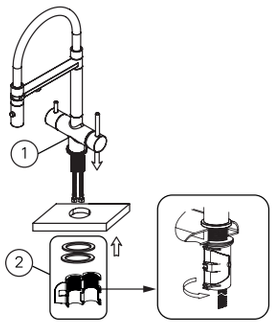

Рис. 2
2. Закрепите смеситель на рабочей поверхности, используя входящий в комплект набор крепежа (рис. 2).